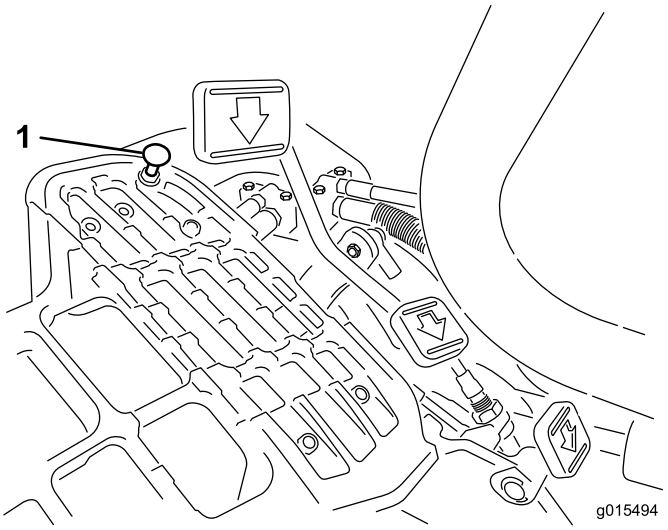

Figur 48
Trykk ned trekkpedalen. Hvis du kan tråkke pedalen helt inn (Figur 48) før det er spenning i kabelen, er det nødvendig med en justering.
1. Løsne flenshodelåsemutterne som fester pedalstopperen til gulvet (Figur 48).